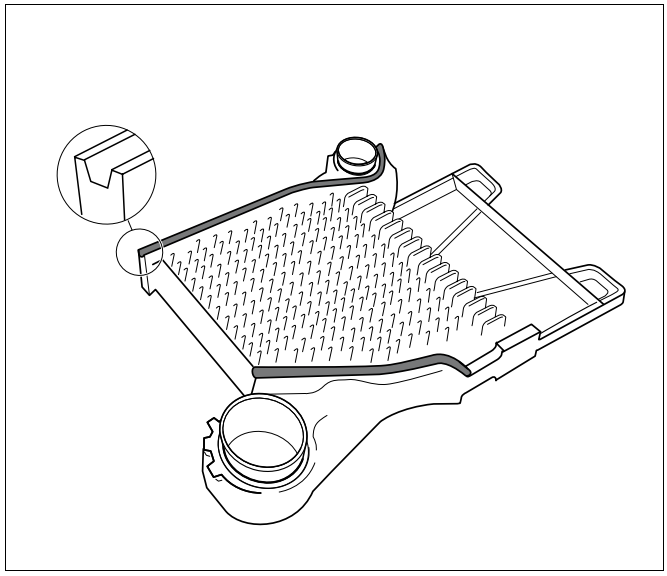

Afb. 10 Afdichtinggroeven met de aangebrachte afdichtingkoorden
- Leg de elastische afdichtingkoord in de afdichtinggroeven van het eindelement; begin daarbij bij de bovenste ketelnaaf en druk ze lichtjes aan (afb. 10).